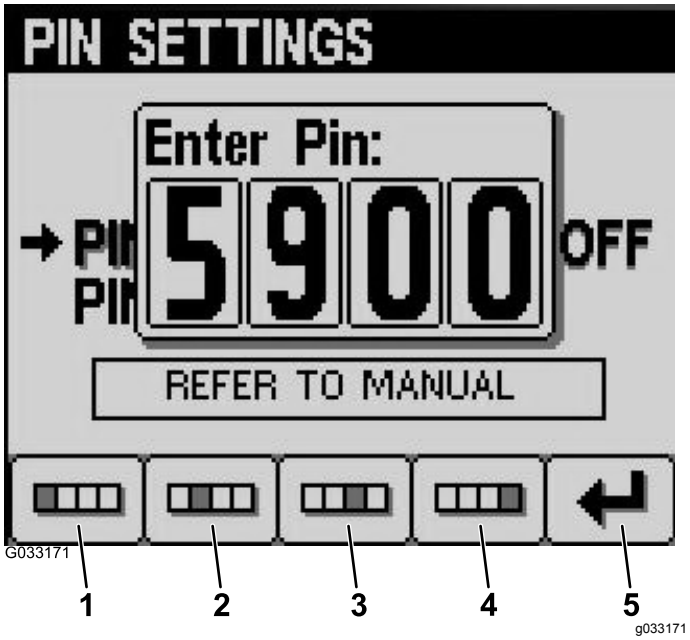

Figuur 23
6. Voer in het scherm Code Invoeren de standaardcode 5900 in; gebruik knoppen 1 tot 4 om de cijfers te selecteren en druk op knop 5 om de code te voltooien (Figuur 23).